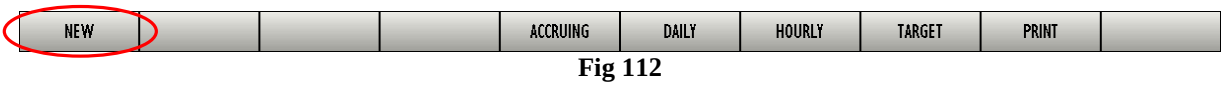

Fig 112
- click the **New** button on the command bar (Fig 112).